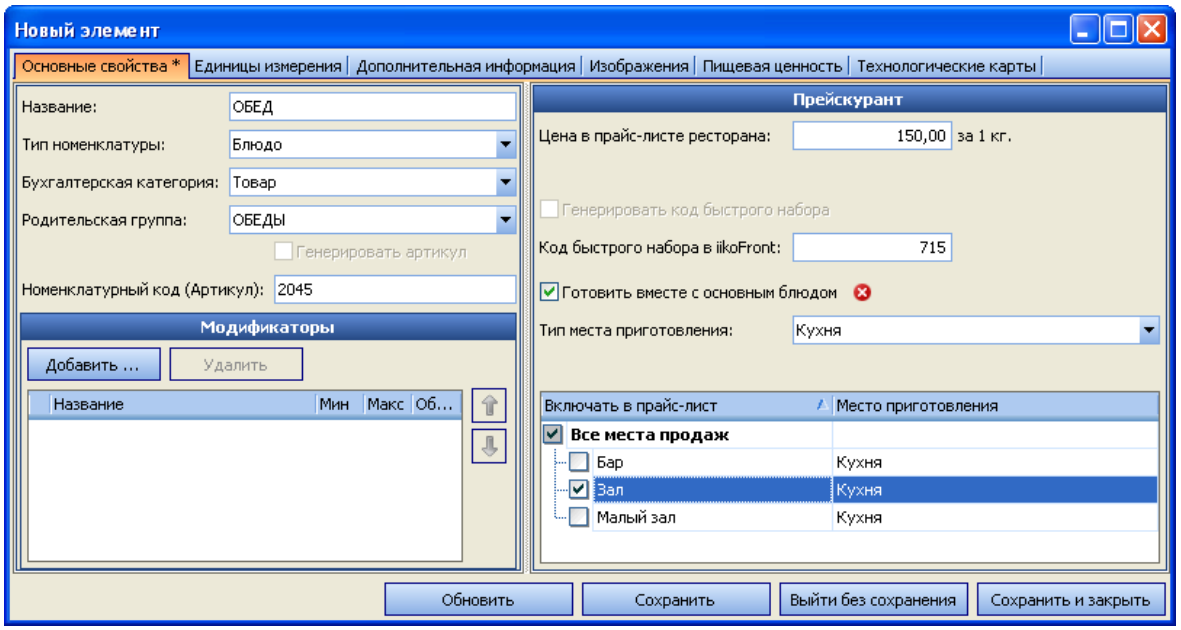

Рисунок 207 Создание блюда – Основные свойства
3. Нажмите кнопку **Добавить** в блоке **Модификаторы** еще раз (см. Рисунок 207).